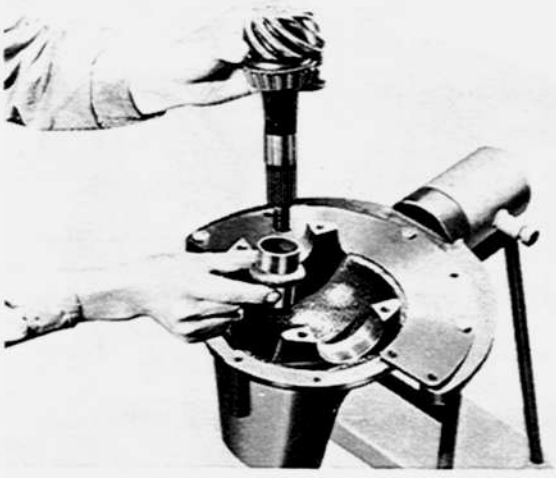

Fig. 9–20 Installing of collapsible spacer
1. Position the pinion assembly in the carrier and install the collapsible spacer as shown in Fig. 9–20.